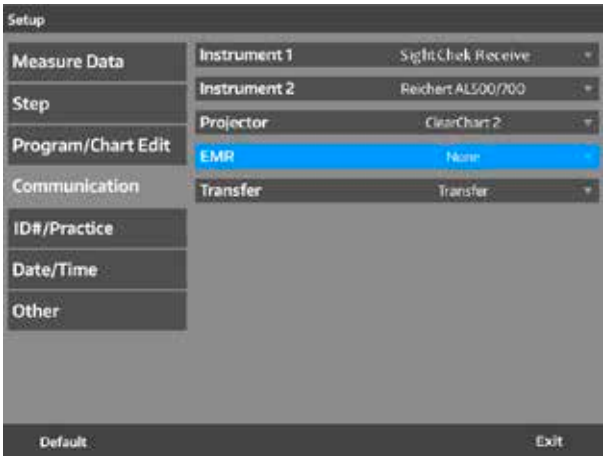

Figure IS-41 Menu Paramètres
1. Appuyer sur **EMR** pour modifier les paramètres de connexion. Se reporter à la Figure IS-41.
1. Sélectionner le dispositif qui a été connecté au système SightChek dans le menu déroulant qui permet de transférer les données. Se reporter à la Figure IS-41.